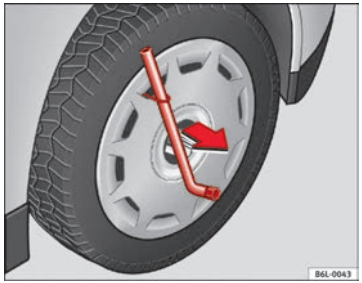

Fig. 137 Remove the complete hub cap
– Remove the wheel cover using the wire hook ⇒ Fig. 137.